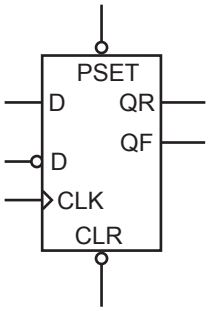

Figure 2-6 • **DDR Register**
2. Instantiate the DDR_REG macro (Figure 2-6)